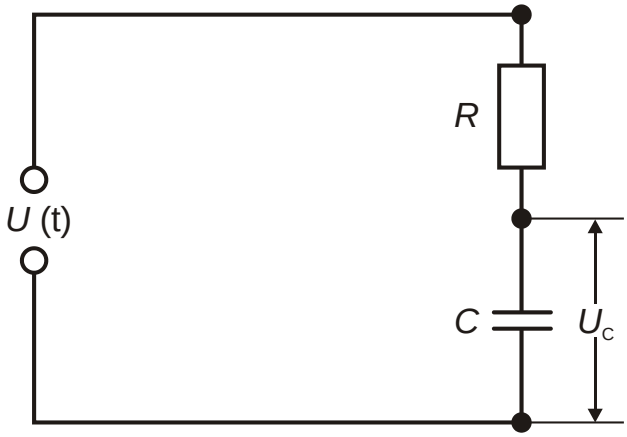

Fig. 3: Schaltskizze.
- Schaltung auf der Steckplatte gemäß Fig. 3 realisieren.